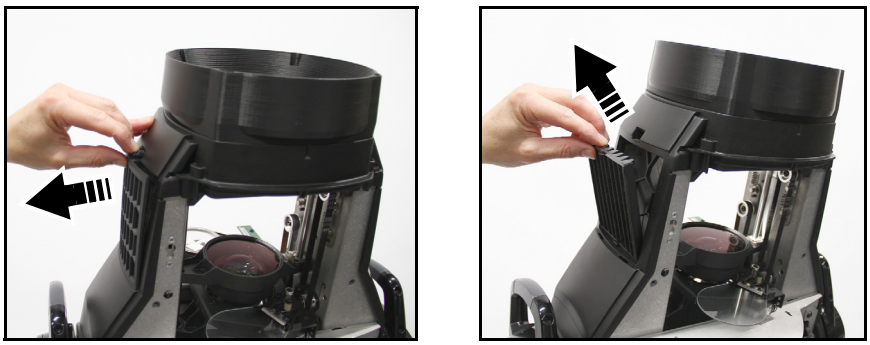

**Figure 11 : Dépose du filtre à air**
3. Voir Figure 11. Déclipsez le capot du filtre à air et déposez-le.